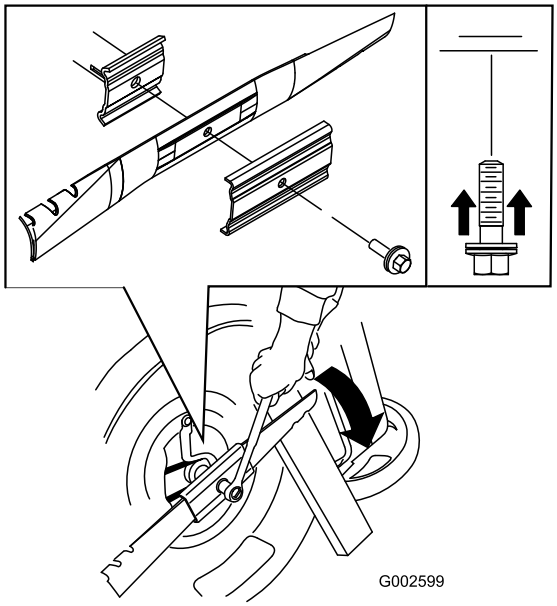

Figuur 35
3. Gebruik een blok hout om het mes stil te houden (Figuur 35).
4. Verwijder het mes en bewaar alle bevestigingselementen (Figuur 35).
5. Monteer het nieuwe mes en alle bevestigingselementen (Figuur 35).